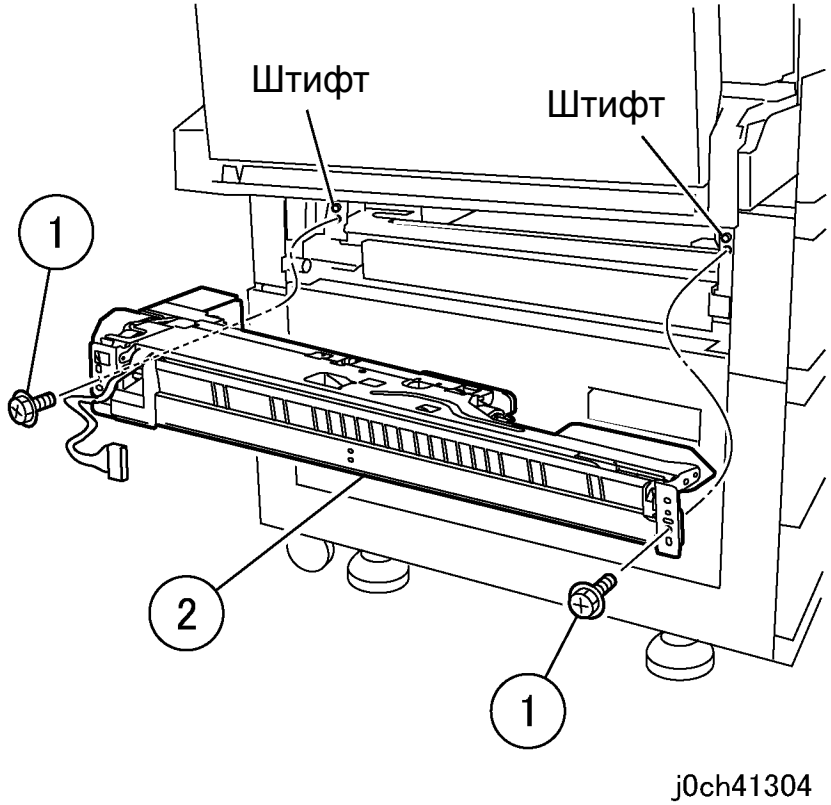

Рисунок 4 Снятие податчика лотка 2 (j0st41304)
6. Снимите податчик лотка 2 (рисунок 4).